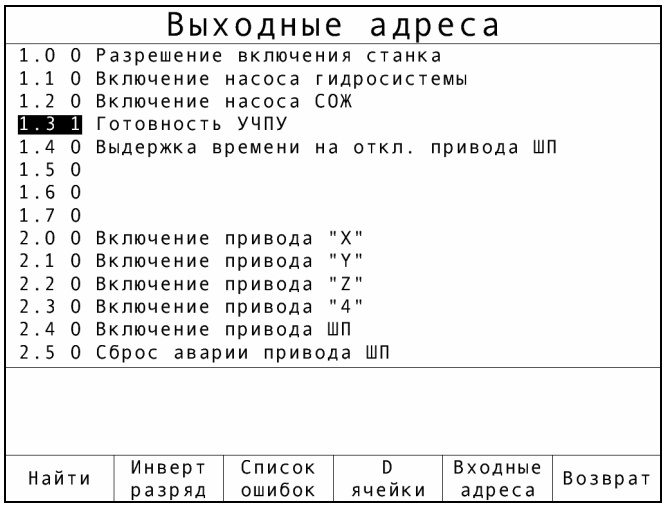

Рис. 12.3
12.1.3. Для индикации выходных адресов БВВ (см. рис. 12.3) нужно нажать клавишу F5 ("Выходные адреса").
Для возврата на индикацию рис. 12.3 необходимо повторно нажать клавиши CTRL и F6 ("Формат").
2) нажать клавишу F5 ("Выходные адреса"), индицируются выходные адреса и содержимое разрядов (00 - 07) каждого адреса (рис. 12.3);